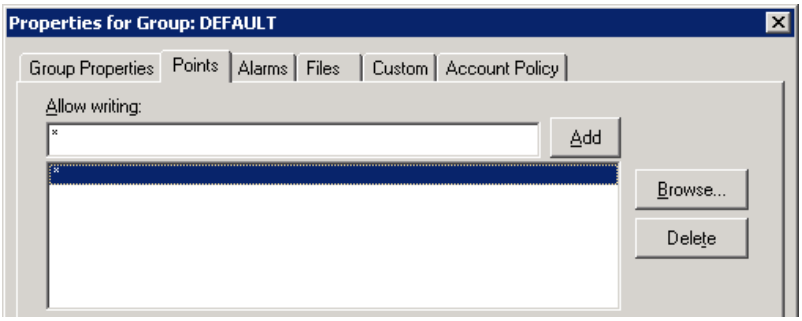

Figure L16.4 - Removing Write Access for the Default Group
2. Select the Points tab. Select the ***** in the Allow writing list and click on "Delete," as depicted in Figure L16.4, to remove rights to write to OPC tags when nobody is logged on to the system.